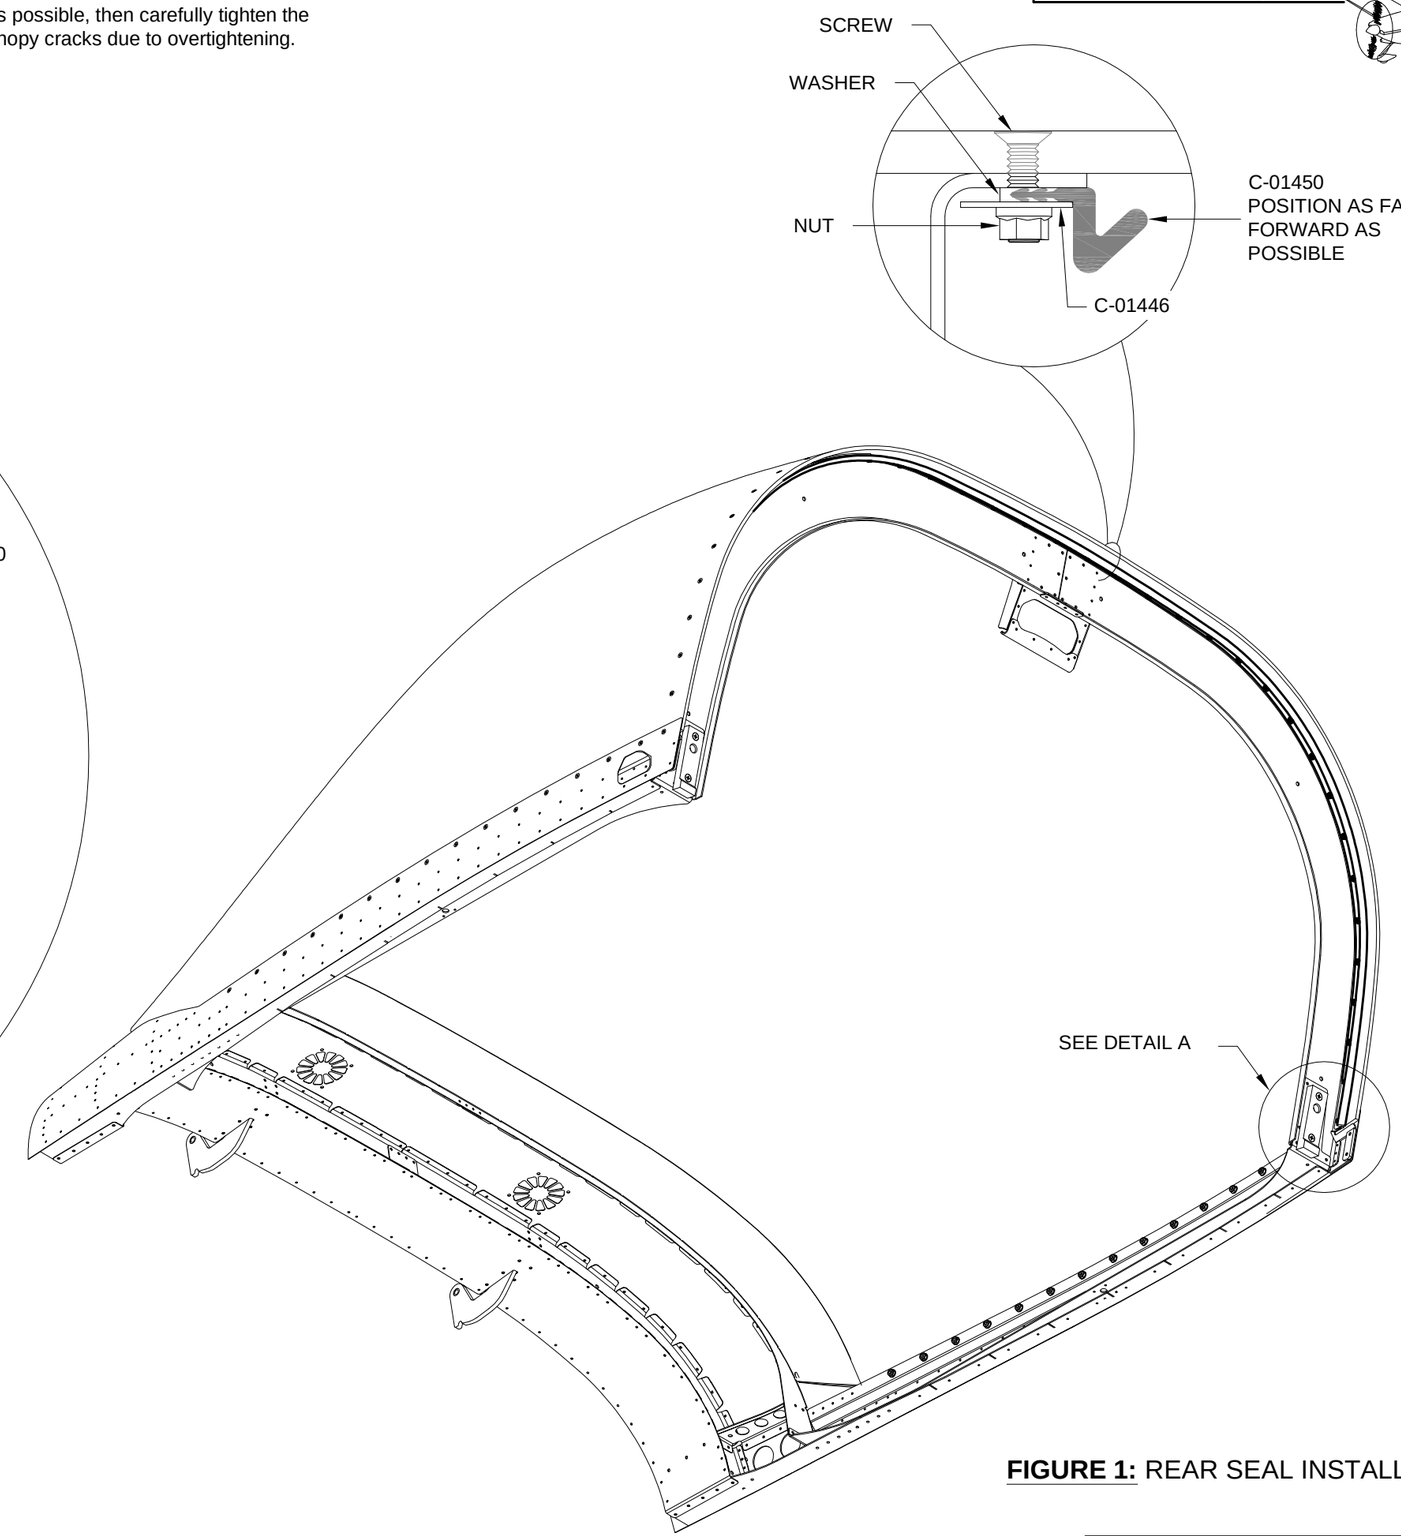

FIGURE 1: REAR SEAL INSTALLATION
Step 1: Use 80 grit sandpaper to scuff the areas where the seals will be bonded to the Canopy Frame Assembly. See Figure 1.
Step 3: Without removing the adhesive backing, position the adhesive side of the C-01448A Thick Foam Seal against the forward face of the C-01402-L Forward Canopy Frame. See Figure 1 and View A-A. Position the lower end of the thick foam seal approx 1/2 in. [12.7 mm] below the bottom face of the C-01408-L Forward Canopy Rail Base.